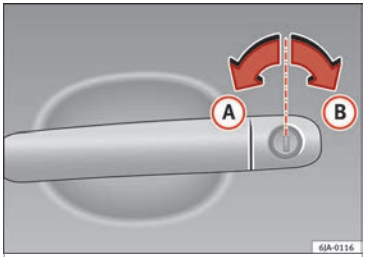

Fig. 38 Key positions during vehicle locking and unlocking.
– Turn the key in the driver door in the forward driving direction to its unlock position (A) ››› **Fig. 38**.
– Turn the key in the driver door lock cylinder in the reverse direction to its lock position (B) ››› **Fig. 38**.